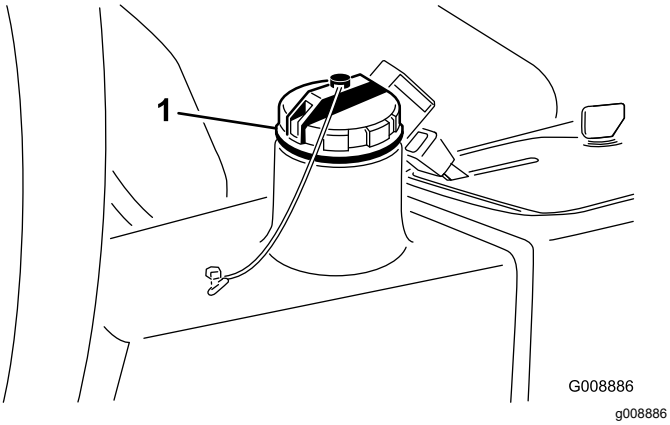

Rysunek 77
5. Napełnij zbiornik (Rysunek 77) olejem hydraulicznym; patrz Sprawdzenie poziomu płynu hydraulicznego. (Strona 54).